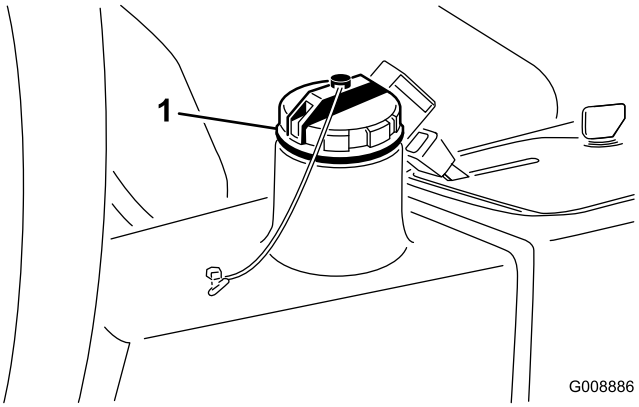

Figur 40
2. Rengjør rundt påfyllingshalsen og lokket på tanken for hydraulisk olje (Figur 40) og fjern lokket.